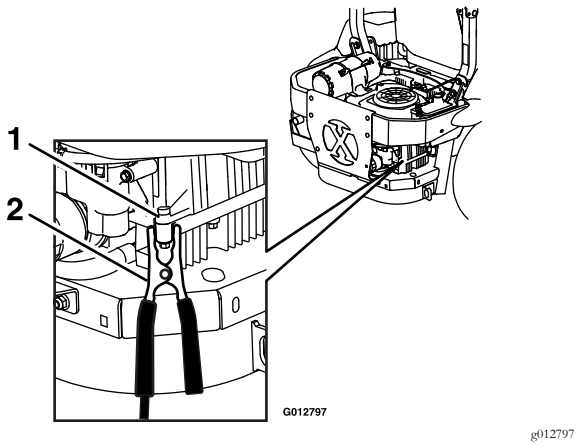

Figure 30
6. MAKE THE FINAL CONNECTION ON THE ENGINE BLOCK OF THE STALLED VEHICLE (NOT TO THE NEGATIVE POST) AWAY FROM THE BATTERY. STAND BACK (see Figure 30).